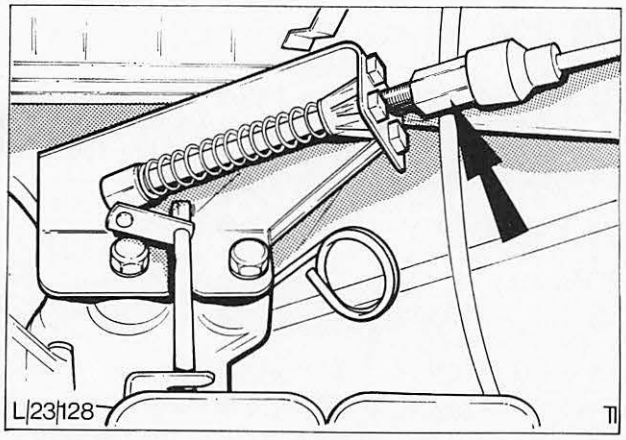

Abb. 196 Vergaser-Betätigungszug mit Einstellhülse (bei Fahrzeugen mit OHC-Motor)
5. Einstellmutter so weit zurückdrehen, bis das Vergasergestänge gerade die Vollgasstellung erreicht, Abb. 196.